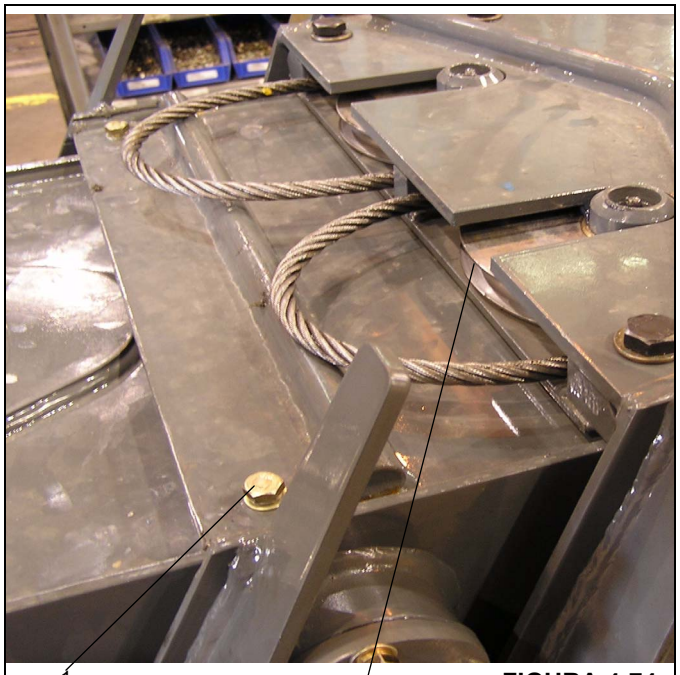

FIGURA 4-74
23. Instale la placa de contragolpe en la parte interior superior de la sección central interior (Figura 4-74, 1).
24. Instale el conjunto de poleas de cables sincronizadores centrales (Figura 4-74, 2) en la parte superior interior de la sección central interior.